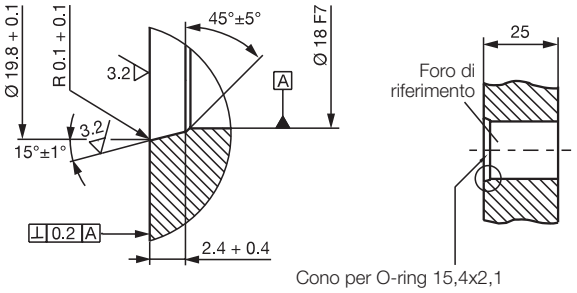

Fig. 4-4: Foro di riferimento per il montaggio del BTL con l’O-ring
Foro di riferimento: la superficie di appoggio del BTL deve poggiare completamente sulla superficie di alloggiamento. L’O-ring idoneo deve sigillare perfettamente il foro, cioè la svasatura per l’O-ring deve essere eseguita come riportato in Fig. 4-4.
La profondità del foro di avvitamento deve corrispondere ad almeno 25 mm (vedere Fig. 4-4).
- ► La superficie di appoggio del corpo del BTL deve poggiare completamente sulla superficie di alloggiamento. L’O-ring idoneo deve sigillare perfettamente il foro, cioè la svasatura per l’O-ring deve essere eseguita come riportato in Fig. 4-4.